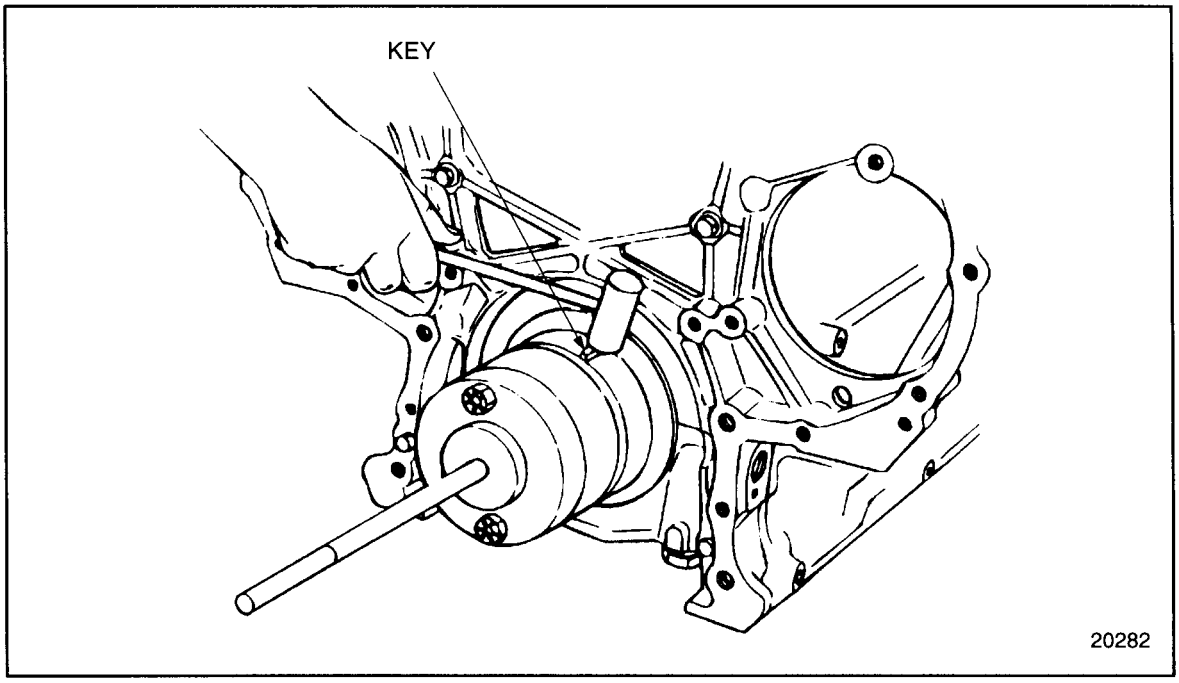

Figure 1-446 Key-to-Keyway Installation
2. If removed, install the key to the keyway. Tap the key with a plastic mallet or brass hammer to seat. See Figure 1-446.